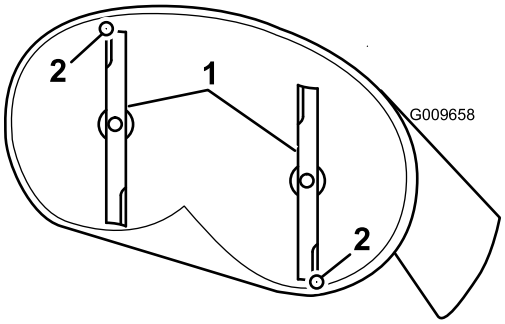
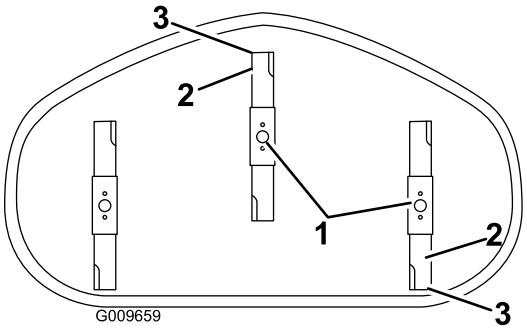

Figuur 63
Figuur 64
4. Draai de messen voorzichtig zodat ze van voren naar achteren staan (Figuur 63 en Figuur 64).
5. Meet de afstand tussen de rand van het voorste mes en het horizontale oppervlak, en de afstand tussen de rand van het achterste mes en het horizontale oppervlak (Figuur 63 en Figuur 64).
9. Controleer de schuinstand nogmaals na het instellen, ga door met het instellen van de moer totdat de rand van het voorste mes 1,6 tot 7,9 mm lager staat dan de rand van het achterste mes (Figuur 63 en Figuur 64).